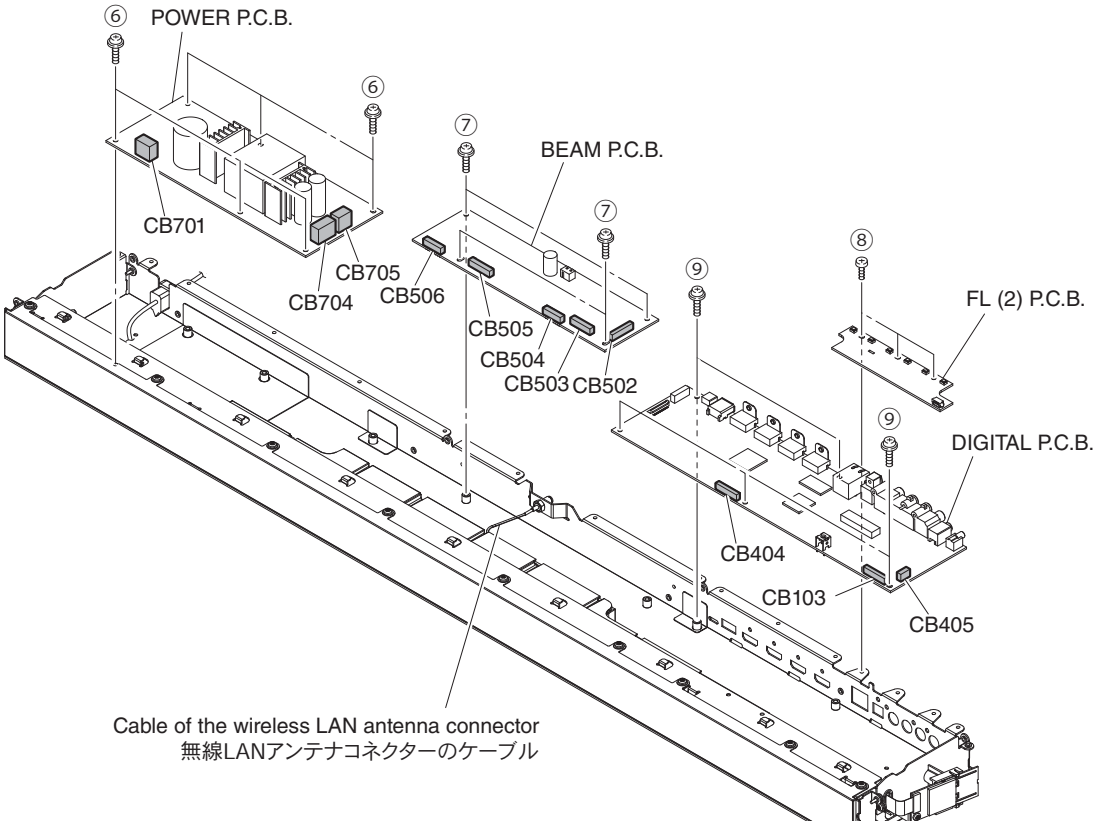

Fig. 4
5. Removal of POWER P.C.B. (Fig. 4)
a. Remove 6 screws (⑥).
6. Removal of BEAM P.C.B. (Fig. 4)
a. Remove 4 screws (⑦).
7. Removal of FL (2) P.C.B. (Fig. 4)
a. Remove 3 screws (⑧).
c. Remove the FL (2) P.C.B.
a. Remove 5 screws (⑨). (Fig. 4)
c. Remove CB103 and CB404. (Fig. 4)
d. Remove the DIGITAL P.C.B. (Fig. 4)
5. POWER P.C.B. の外し方（Fig. 4）
a. ⑥ のネジ 6 本を外します。
6. BEAM P.C.B. の外し方（Fig. 4）
a. ⑦ のネジ 4 本を外します。
7. FL（2）P.C.B. の外し方（Fig. 4）
a. ⑧ のネジ 3 本を外します。
a. ⑨ のネジ 5 本を外します。（Fig. 4）
c. CB103、CB404 を外します。（Fig. 4）
d. DIGITAL P.C.B. を外します。（Fig. 4）